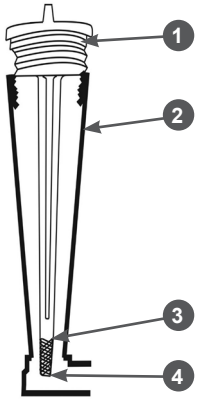

Рис. 11. Уровень масла в картере двигателя
4. Подождите примерно 1 минуту, после чего установите крышку-щуп в отверстие горловины, не закручивая её (Рис. 11).
5. Аккуратно вытащите щуп и осмотрите его. Уровень масла должен соответствовать верхней отметке 3 на щупе (Рис. 11).
6. При недостаточном уровне масла в картере необходимо долить чистое масло до верхней отметки 3 на щупе (Рис. 11). Не допускайте перелива или превышения максимального уровня масла в картере двигателя.
4. Аккуратно извлеките щуп и осмотрите его. Уровень масла должен соответствовать верхней отметке 3 на щупе (Рис. 11).
При недостаточном уровне масла в картере необходимо долить чистое масло до верхней отметки 3 на щупе (Рис. 11).